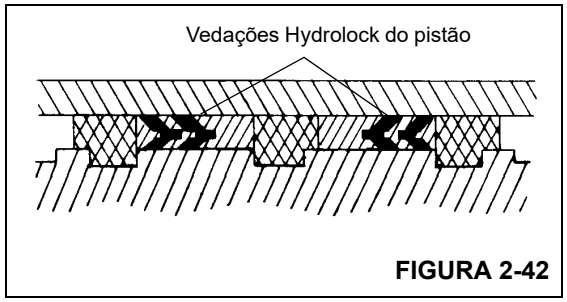

FIGURA 2-42
9. Instale as vedações Hydrolock de reposição Figura 2-42 na parte externa do pistão. Verifique se os dois “vês” nas vedações hydrolock apontam um para o outro.